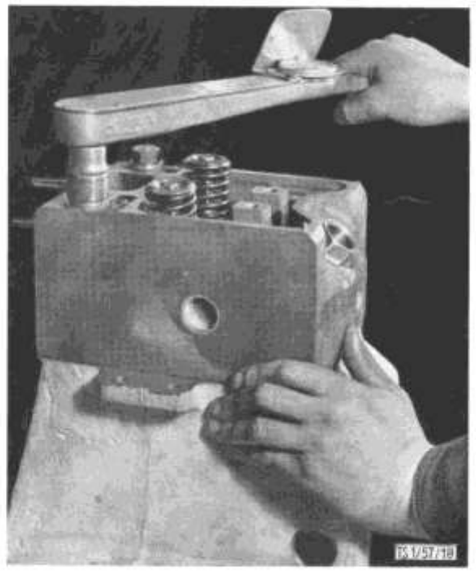

Bild 9: **Festziehen der Zylinderkopfschrauben mittels Momentenschlüssel**
b) Das Festziehen erfolgt über Kreuz, vollkommen gleichmäßig, mit einem Drehmomentenschlüssel auf 11—13 mkg (Bild 9).